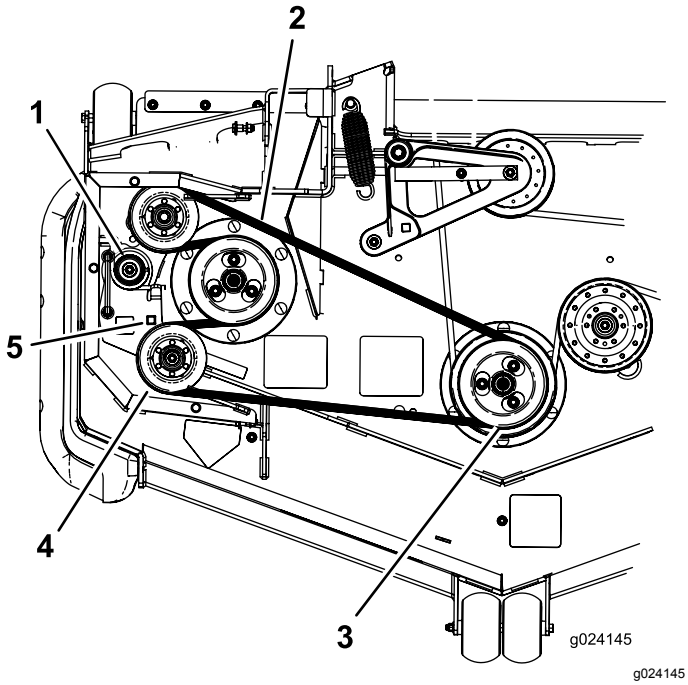

Figuur 93
9. Gebruik een ratelsleutel in de vierkante opening in de arm van de spanpoelie om de druk op de veer te verminderen (Figuur 93).
10. Verwijder de riem van de poelie van het maaidek (Figuur 93).
11. Verwijder de riem van de overige poelies (Figuur 93).
13. Zet een ratelsleutel in de vierkante opening, verminder de spanning op de veer en leid de nieuwe riem rond de spanpoelie (Figuur 93).